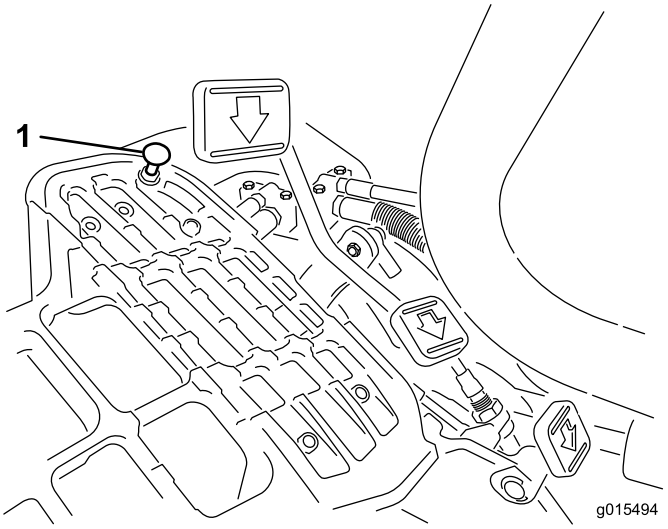

Figuur 49
Druk het tractiepedaal in. Als het pedaal contact maakt met de pedaalaanslag (Figuur 49) voordat u spanning op de kabel voelt, is afstelling vereist:
1. Draai de flenskopborgmoeren los waarmee de pedaalaanslag aan de vloerplaat is bevestigd (Figuur 49).